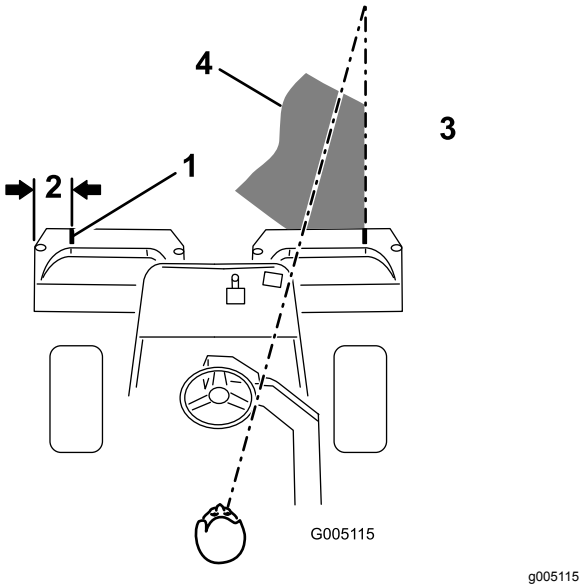
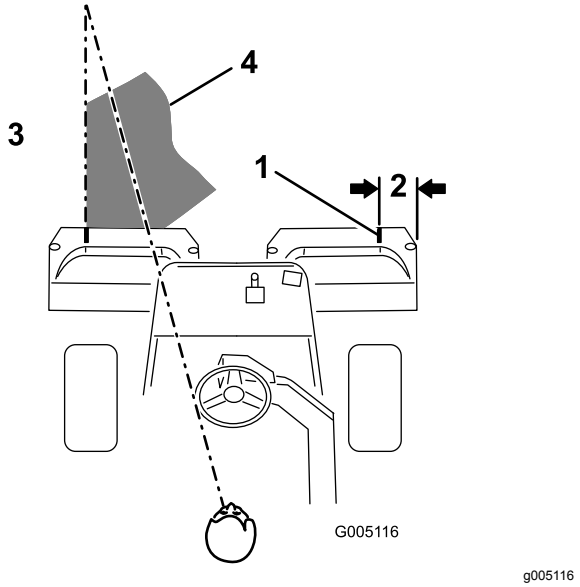

**Rysunek 30**
**Rysunek 31**
2. Naklej pasek białej taśmy lub namaluj białą linię na koszach biegnącą równolegle do zewnętrznej krawędzi kosza (Rysunek 30).
3. Przy nawrotach wykonuj małą zakładkę w stosunku do poprzedniego cięcia. Aby ułatwić sobie utrzymywanie prostej linii jazdy po terenie trawiastym i utrzymywać równą odległość od krawędzi poprzedniego koszenia, ustaw w wyobraźni linię docelową znajdującą się w odległości od 1,8 do 3 m przed maszyną do krawędzi nieskoszonej części trawnika (Rysunek 30 oraz Rysunek 31). Niektórzy operatorzy preferują włączenie zewnętrznej krawędzi kierownicy jako elementu linii celowania, to znaczy utrzymują krawędź kierownicy na jednej linii z punktem znajdującym się w tej samej odległości od przedniej części maszyny (Rysunek 30 oraz Rysunek 31).